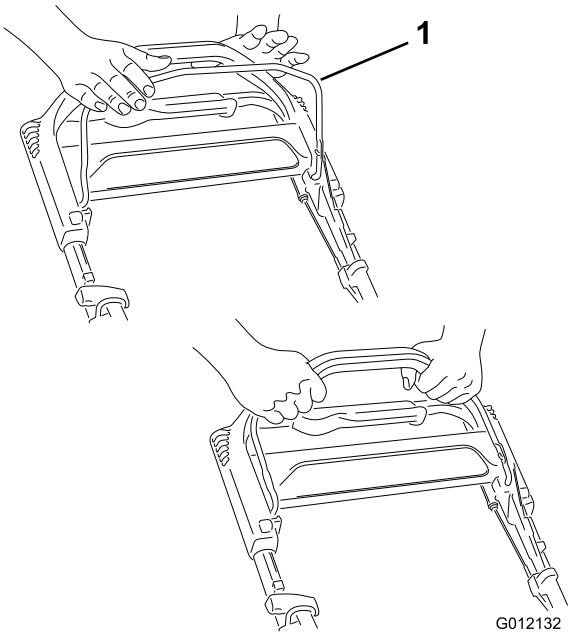

Rysunek 14
1. Dosuń dźwignię sterującą ostrzem (Rysunek 14) do uchwytu.